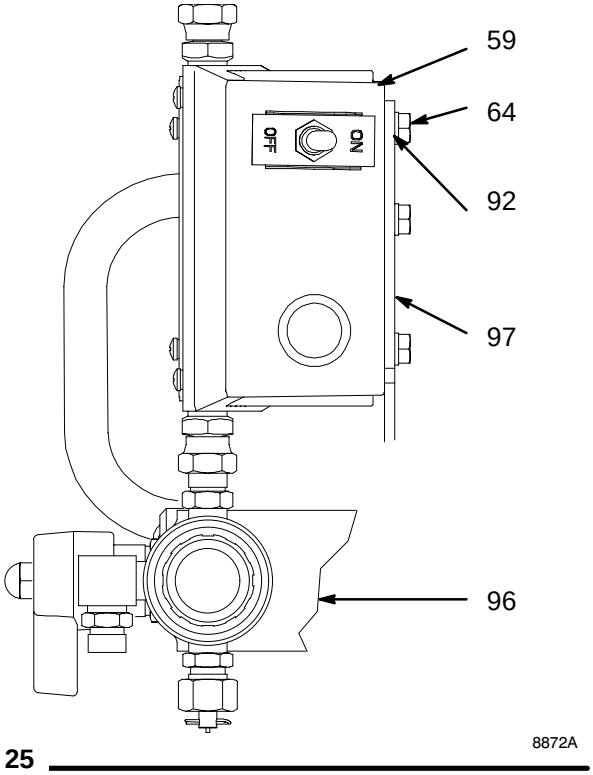

Fig. 25
11. Reassemble in the reverse order; attach ground wire (C), power lead (B), and the black and white connectors. Attach the engine control board (301) using the four mounting screws and washers (302, 303, 304).
12. Use two wrenches and tighten the filter and hose fittings (A). See preceding caution.
13. Slide bracket (96) to contact cart squarely. Tighten both filter mounting screws (30). Install and tighten screw (100).
14. If replacing the complete pressure control, follow steps 1 through 3 on page 30 and remove three mounting screws (64) and lock washers (92). Remove pressure control (59). See Fig. 25.